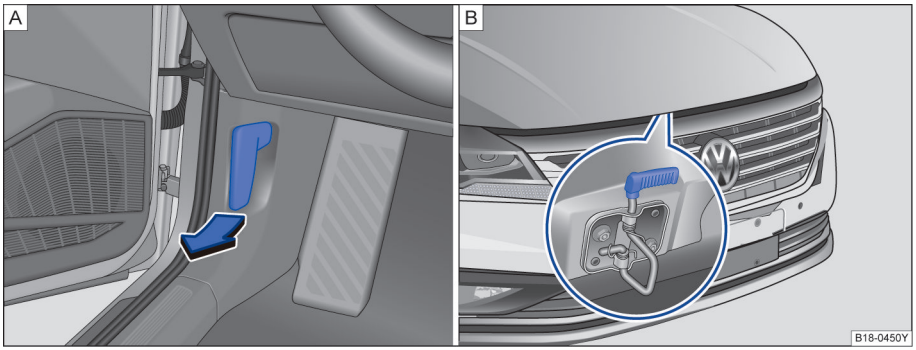

图 143 驾驶员侧脚部空间和散热器格栅局部视图：解锁并打开发动机舱盖
- 将车门打开沿图示箭头方向拉动开启手柄⇒图 143，舱盖在弹簧机构的作用下弹开稍许。
- 沿箭头上提开启拉手，抬起发动机舱盖并将其打开⇒图 143⇒⚠